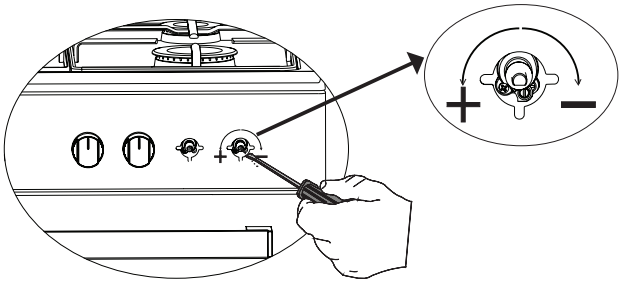

Figura 5
2. Com a ajuda de uma chave de fendas do tamanho correto, apertar/soltar o parafuso de definição do gás (Ver figura 5). Isto permite que a chama na posição baixa aumente ou diminua. Ajustar a configuração de gás adequada para que o comprimento da chama seja de pelo menos 4 mm.